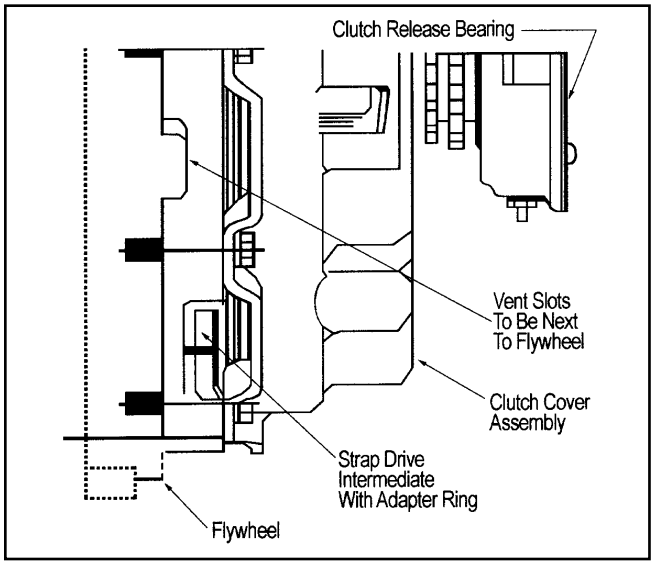

Figure 9. Pull Type Clutch
4. While holding the first disc in place, slide the strap drive intermediate plate and adapter ring onto the 3/8"- 16 UNC guide bolts (Figure 9).